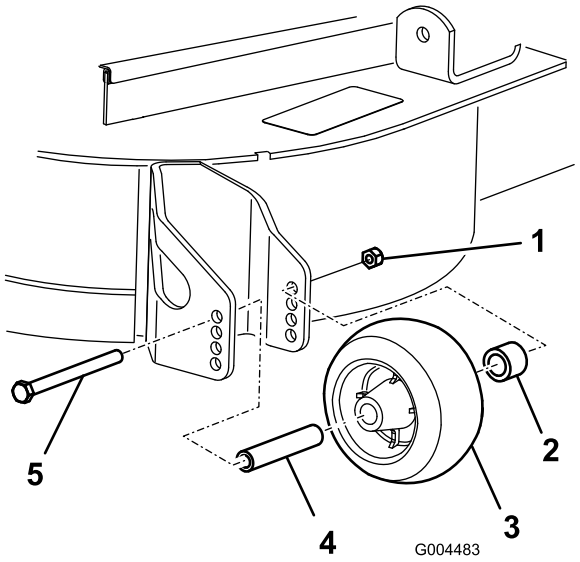

Figur 18
3. Når du har justeret klippehøjden, skal du justere rullerne ved at fjerne flangemøtrikken, bøsningen, afstandsklodsen og bolten (Figur 18).
5. Monter flangemøtrik, bøsning, afstandsklods og bolt. Spænd med moment på 54-61 Nm (Figur 18).